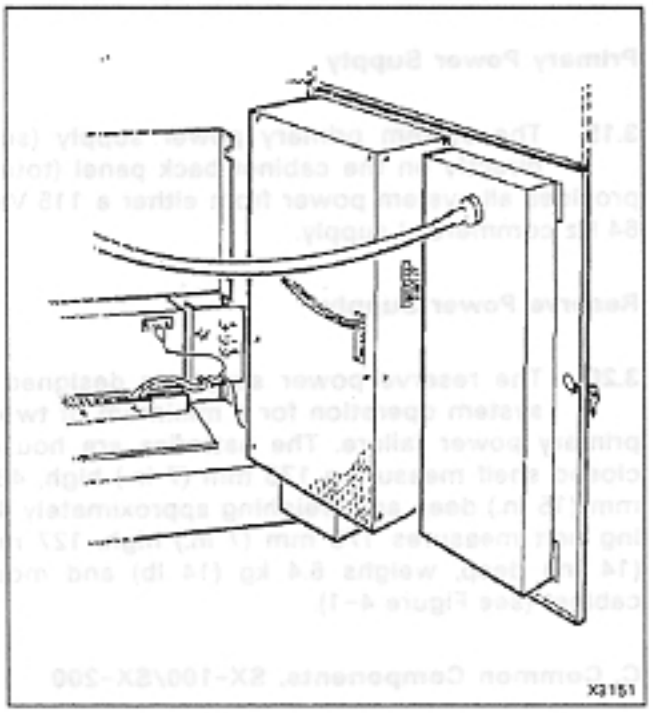

Figure 3-5 Primary Power Supply
3.08 The equipment shelf holds up to 20 printed circuit cards (see paragraph 3.21) which plug into the shelf backplane. On the rear of the backplane are a number of multipin plugs providing interconnections between the shelves and external equipment. In addition to the plugs are a number of screw-down terminals, allowing shelf connection to the primary power supply unit. The equipment shelf (see Figure 3-5) measures 273 mm (10.75 in.) high, 480 mm (19 in.) wide, 415 mm (16.375 in.) deep and weighs approximately 12.3 kg (27 lb) fully equipped.
3.19 The system primary power supply (see Figure 3-5) mounted directly on the cabinet back panel (total weight 31.8 kg (70 lb)) provides all system power from either a 115 Vac, or a 230 Vac, 44 Hz - 64 Hz commercial supply.